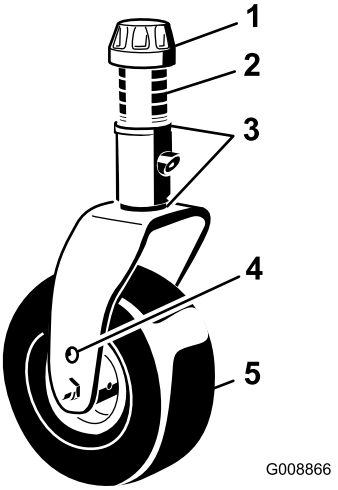

Figur 14
4. Ta bort spännlocket från spindelaxeln och skjut ut spindeln ur svänghjulsarmen (Figur 14).